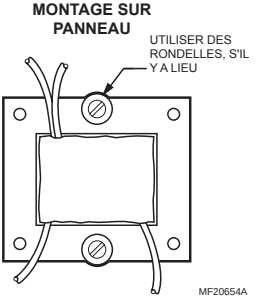

Fig. 1. Insérer des boulons dans les fentes pour un montage sur panneau.
a. Insérer des boulons dans les fentes dans le cas d'un montage direct (Fig. 1).